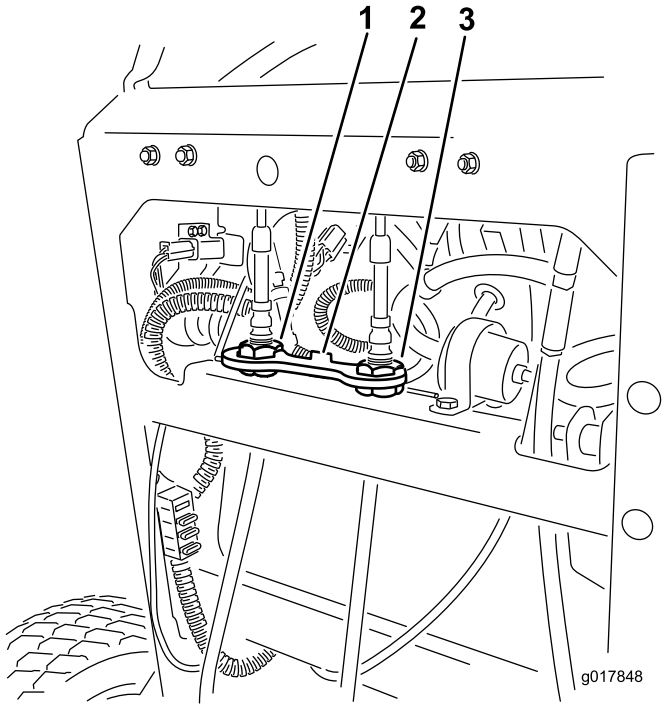

Figur 71
6. Monter kabelsperren på kabeljusteringsmutterene for å feste justeringen (Figur 71).